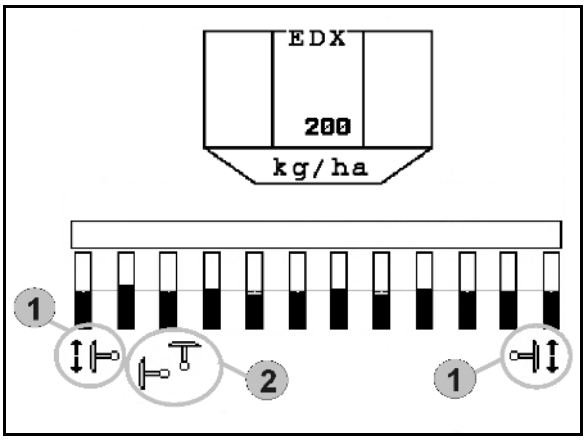

Fig. 53
- Anzeige aktiver Spuranreißer (Fig. 53/1)
- Anzeige Spuranreißervorwahl (Fig. 53/2)